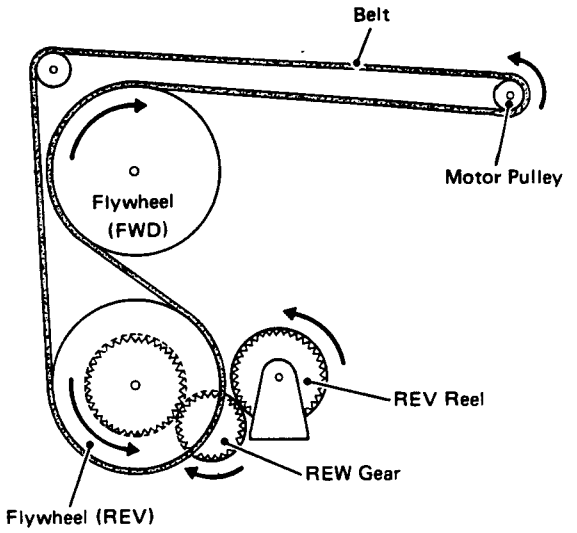

Fig. 10
(3) As motor switch turns ON, the motor starts running, transmitting its rotations toward the arrow direction shown in the Fig. 10. As a result, flywheel (FWD) runs forward and flywheel (REV) runs backward.
(4) REW gear then transmits the rotations of flywheel (REV) to REV reel, putting the mechanism in REW state and eliminating tape slackening (ATSC). At this time, the FWD reel is locked by the ratchet mentioned in step (14).